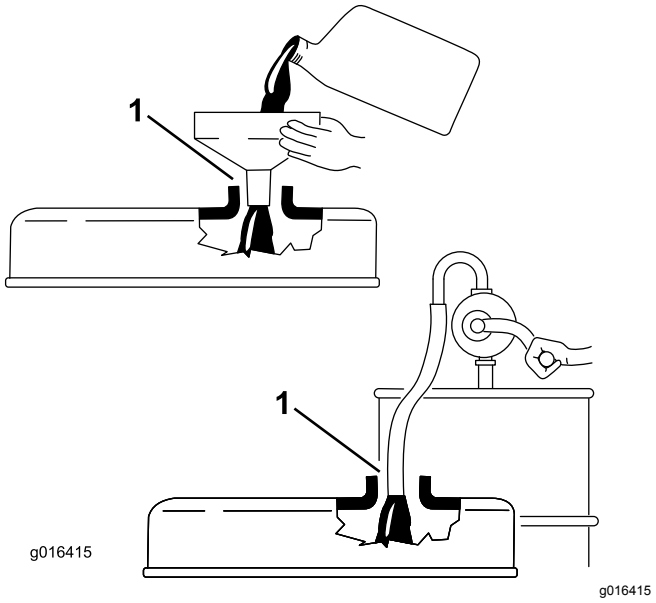

**Figur 34**
***Viktigt:*** **Ta ut oljestickan när du fyller på olja i motorn. När du fyller på motorolja *måste* det finnas ett mellanrum mellan oljepåfyllningsenheten och oljepåfyllningshålet i ventilkåpan enligt Figur 34. Mellanrummet är nödvändigt för att tillåta ventilation vid påfyllning som hindrar att oljan rinner över i ventilatorn.**